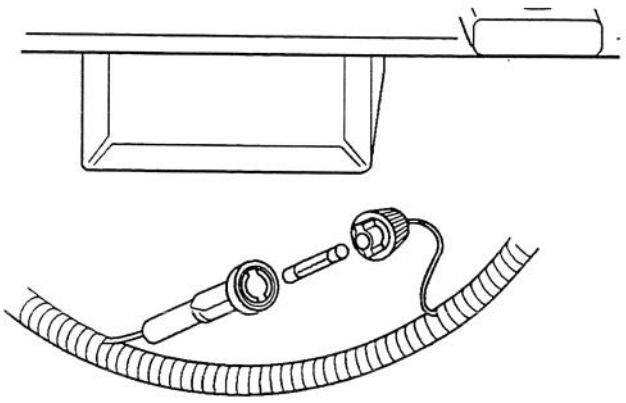

**Afbeelding 8**
1. Druk de twee delen van de zekeringhouder samen. Draai de dop van de zekeringhouder om de zekeringhouder te openen (afb. 8).